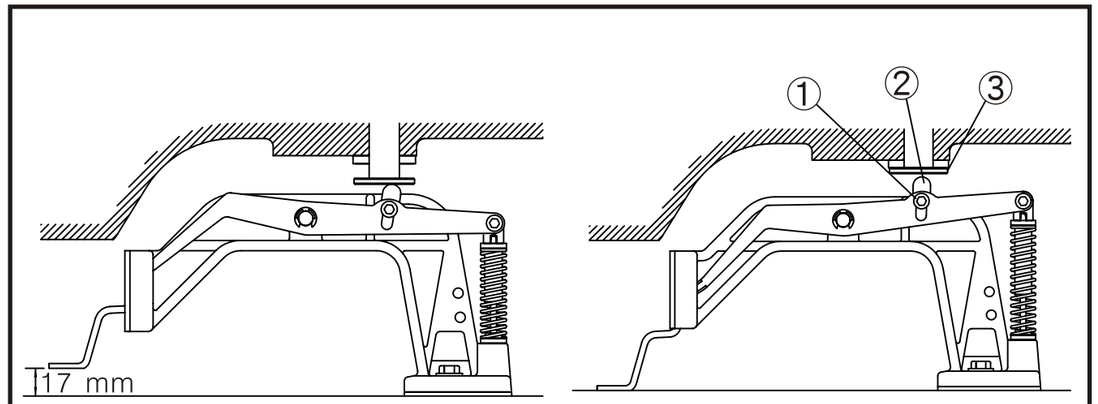

Fig. 14
(3) Usted puede aflojar perno 1 y ajuste el brazo de la placa conector de la placa prensil 2 de arriba o abajo para conseguir la mejor cantidad de ascenso. (Fig. 14)